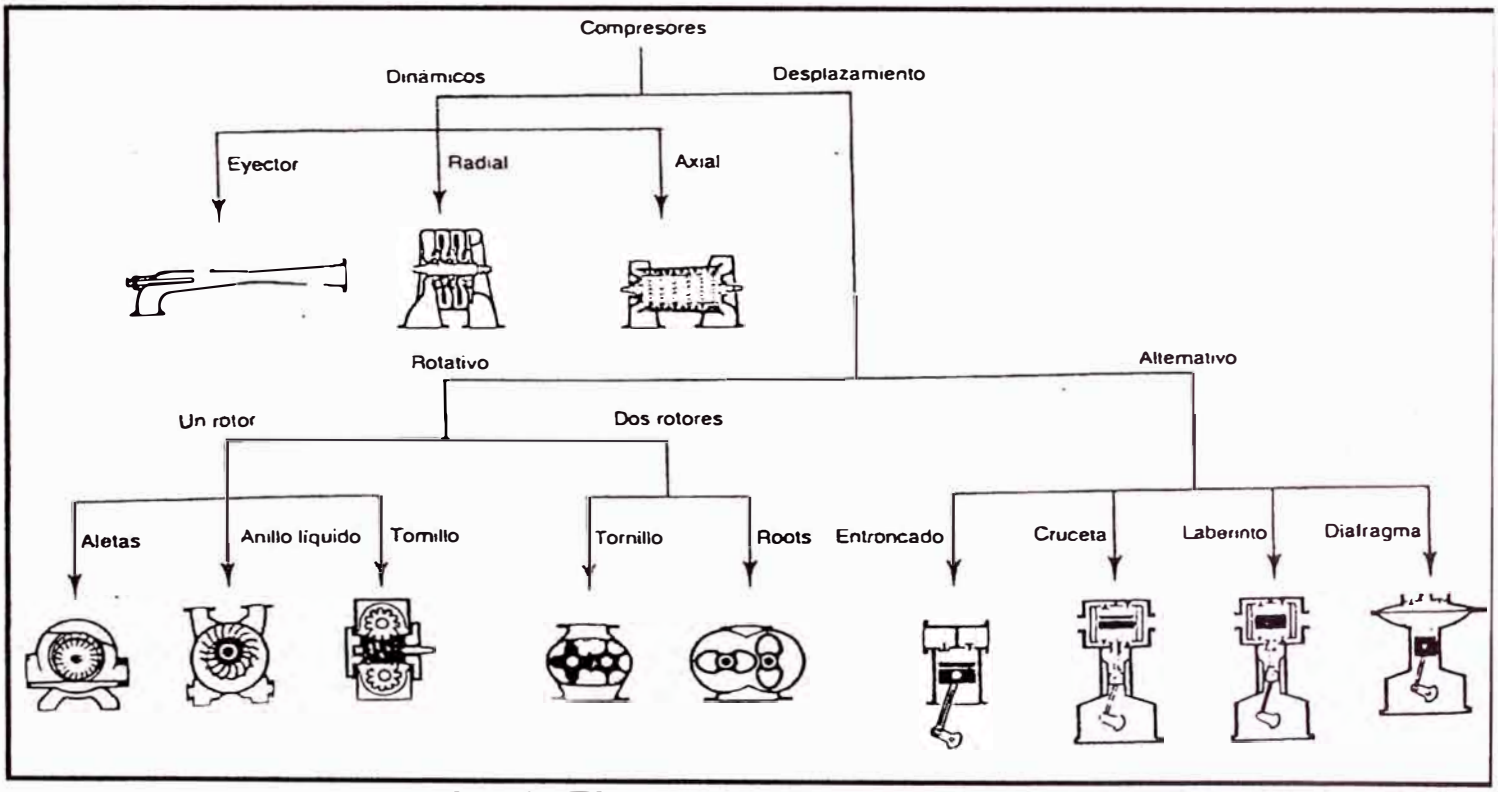

Fig. 1: Tipo de compresores.
2.3.1 Tipos y Descripción: Existe una gran diversidad de equipos para la compresión de aire y otros gases; los principales tipos de compresores, se clasifican según su principio de funcionamiento (ver **fig.1**)